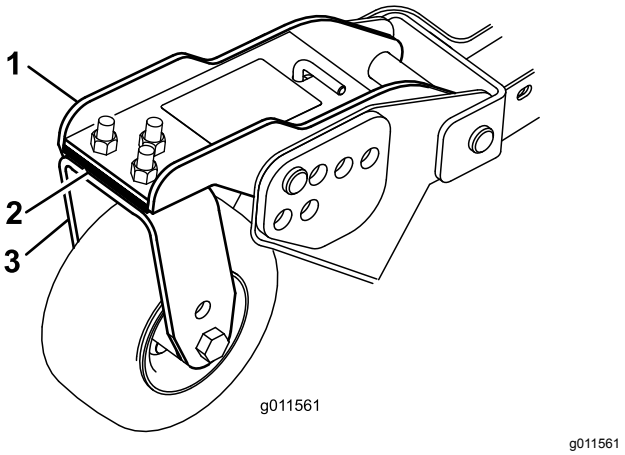

Figur 33
Rotera kniven på varje spindel tills ändarna är riktade framåt/bakåt. Mät från golvet till längst fram på skäreggen. Justera mellanläggen på de främre svänghjulsarmarna så att de stämmer överens med klipphöjdsdekalen (Figur 33). När det endast gäller utsidesknivens spindel hänvisas till Justera klippdäckets lutning (sida 64).
3. Om innerkanten på sidoklippdäcket är för hög i förhållande till ytterkanten på det främre klippdäcket tar du bort ett mellanlägg nedtill på sidoklippdäckets främre inre svänghjulsarm (Figur 33).